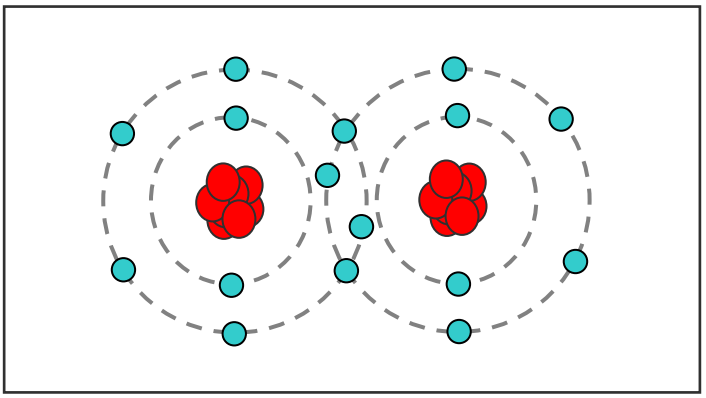

Figure 8.2. Diagram showing the structure of an Oxygen molecule (2 Oxygen atoms)
Most fuel cells use *oxygen* (O) as an oxidant. An oxygen atom consists of eight protons, eight electrons and eight neutrons. The stable oxygen molecule at room temperature and atmospheric pressure is oxygen *gas*, which consists of two oxygen atoms, as shown in Figure 8.2. Oxygen makes up 21 percent of the volume of air and 89 percent of the mass of water. Oxygen used in fuel cells is usually taken from the surrounding air.